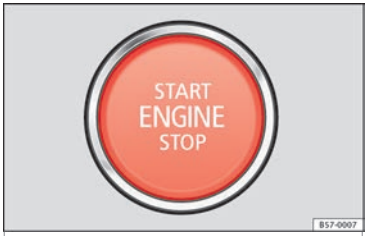

Fig. 164 In the lower part of the centre console: starter button.
3.	Briefly press the starter button ››› Fig. 164 without pressing the accelerator. For the engine to start there must be a valid key in the vehicle. After starting the engine, the light of the START ENGINE STOP button changes to a fixed light indicating that the engine has started.
5.	Briefly press the start-up button ››› Fig. 164. The START ENGINE STOP button blinks again. If the engine fails to switch off, perform an emergency disconnect ››› page 167.